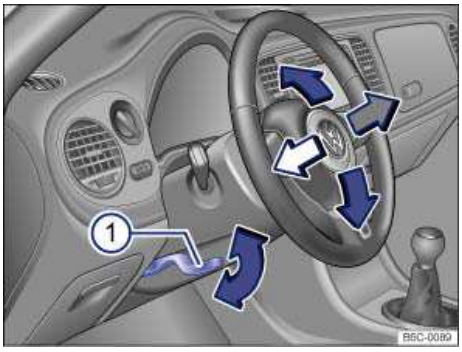

Fig. 48 Manual adjustment for the steering wheel position.
- Push down on the lever ⇒ fig. 48 (1).